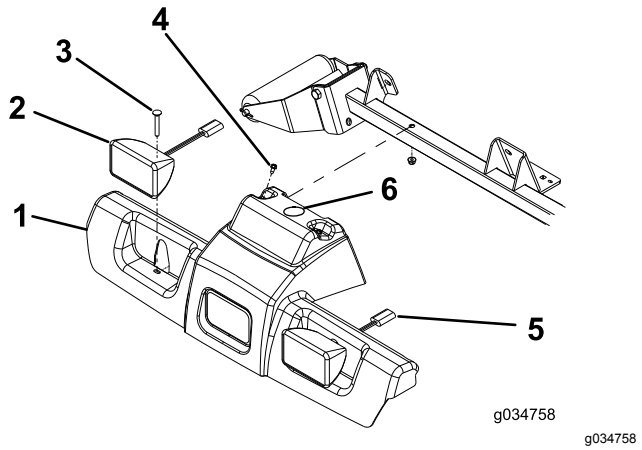

Bild 1
1. Entfernen Sie die Muttern von den zwei Schlossschrauben, mit denen die Scheinwerfer am Rahmen der Zugmaschine befestigt sind (Bild 1).
2. Entfernen Sie die zwei Blechschrauben, mit denen die Oberseite der Plattformhaube am Rahmen befestigt ist (Bild 1).
3. Ziehen Sie die Scheinwerferanschlüsse ab und nehmen Sie die Plattformhaube vom Rahmen ab (Bild 1).
4. Bohren Sie an den in Bild 1 abgebildeten Stellen ein 38 mm großes Loch in die Plattformhaube.